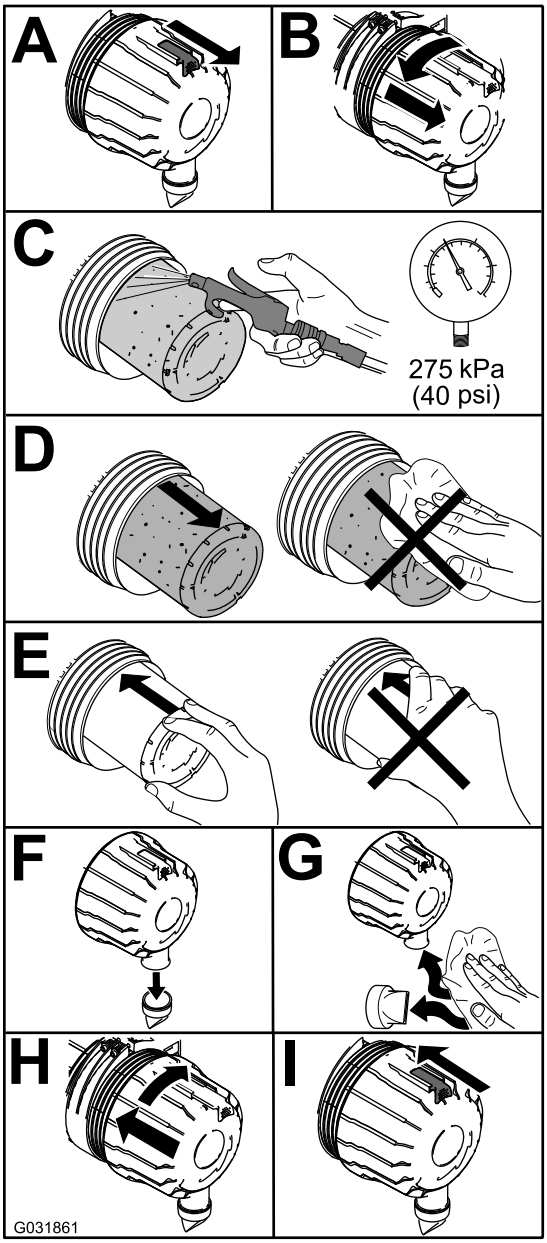

Figur 48
1. Udskift den primære luftfilterindsats (Figur 48).